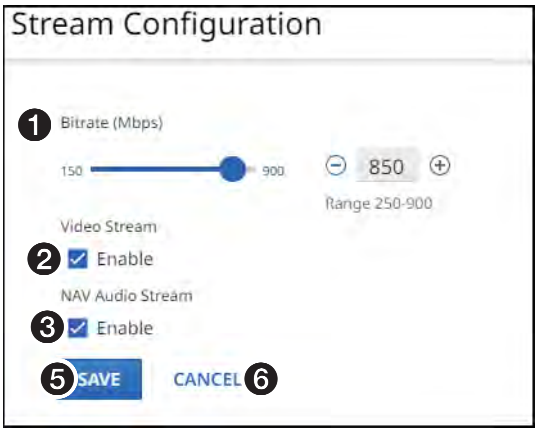

Figure 18. Stream Configuration Dialog Box
If you change any of the settings in the `Stream Configuration` dialog box (see figure 18, ❶ through ❸), the `SAVE` button (❹) becomes selectable. Click **`SAVE`** to take changes or **`CANCEL`** (❺) to abandon them. Clicking either button closes the dialog box.